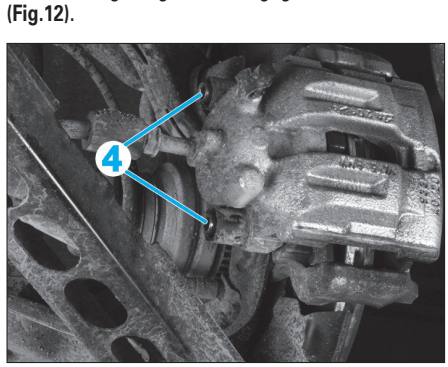

Fig. 12
- les vis de guidage (4) et dégager l'étrier de frein **(Fig.12)**.